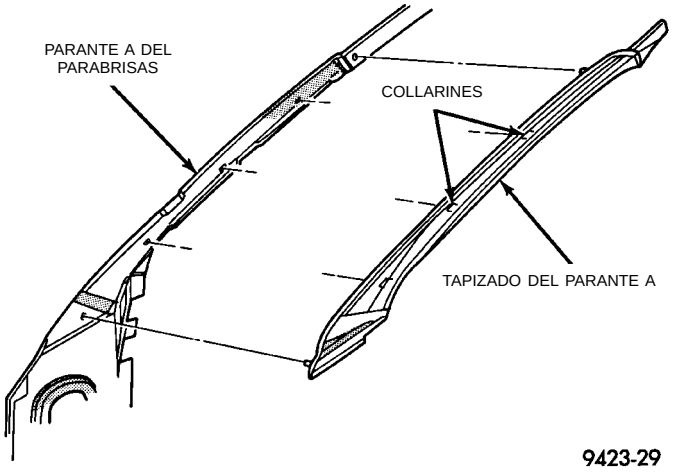

Fig. 56 Tapizado del parante A
(1) Retire la cubierta superior del tablero de instrumentos.
(2) Desacople los collarines que fijan el tapizado al parante A.
(3) Separe el tapizado del parante A del vehículo (Fig. 56).